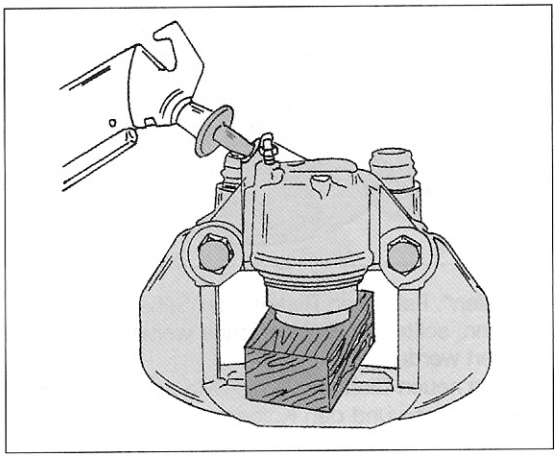

Bild 294
- Einen Holzklotz zwischen den Kolben und den Bremssattel einlegen und den Kolben vorsichtig mit Pressluft ausblasen. Das Holzstück wird dabei in der in Bild 294 gezeigten Weise in die Öffnung des Bremssattels eingesetzt (bei einem Bremssattel mit einem Kolben gezeigt).